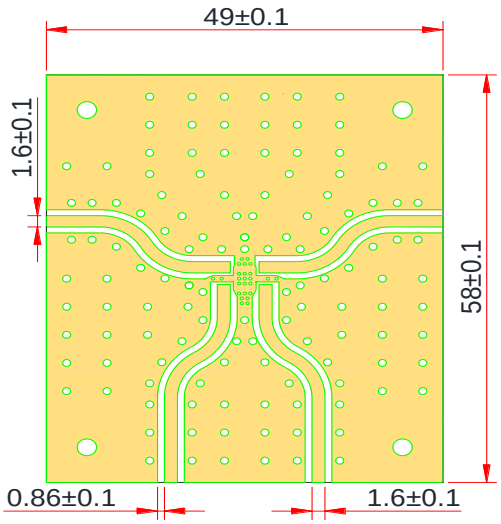

**Figure 6. RN2 Technologies Test Board Layout**
***Figure 6*** shows the RN2 Technologies test board layout used for testing the CMX40E20 RF performance. The RN2 Technologies test board is based on the Taconic RF35 board with the dielectric constant of 3.5, board thickness of 0.8 mm, and copper of 1 Oz.
We recommend that you use the same material and design layout, as shown in ***Figure 6***, to meet the specifications in this datasheet. However, if you use different materials, you must follow the basic guidelines. See *'RECOMMENDED PCB LAYOUT AND SOLDER MASK PATTERN'* for more details.